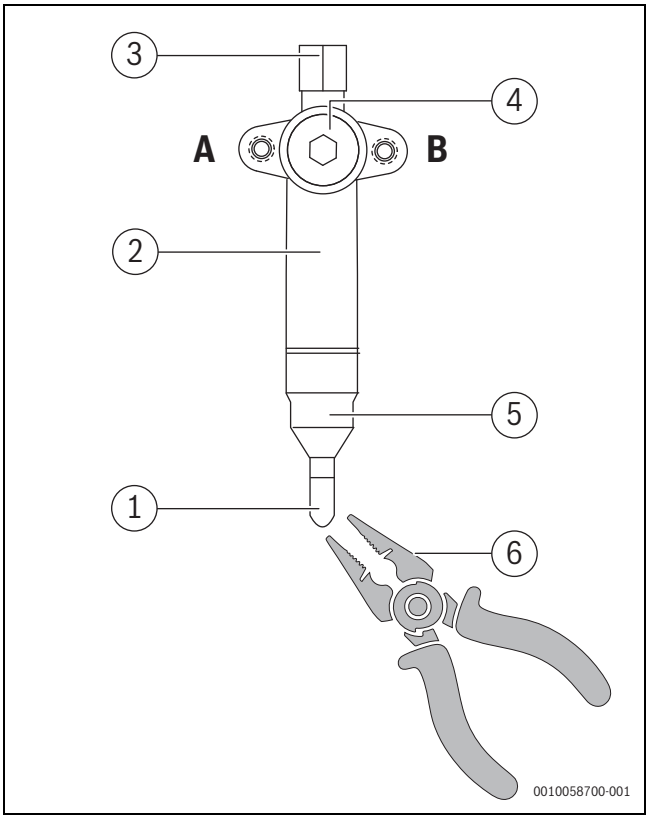

Fig. 20
- ▶ Consulte a fig. 20 para mais instruções.